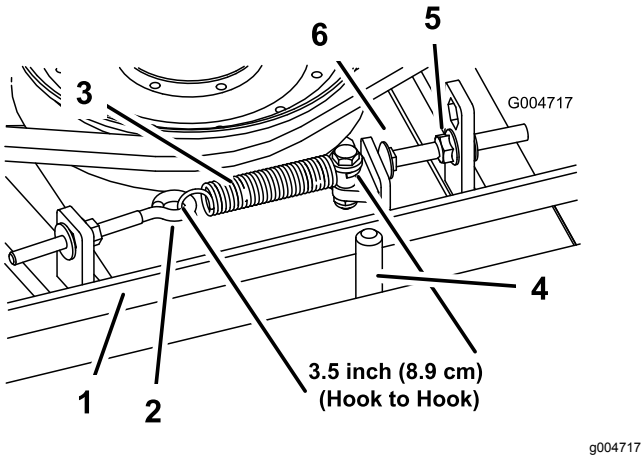

Figuur 65
juiste veerspanning verkrijgt, moet u de aanslagbout (slotbout) aandraaien totdat de afstand tussen de kop van de bout en de arm van de spanpoelie ongeveer 0,32 cm ± 0,152/0,000 cm is (Figuur 65).
Opmerking: Plaats de riem aan kant van de riemgeleider die naar de veer is gekeerd (Figuur 65).
3. Draai de oogbout los om de trekveer te kunnen verwijderen (Figuur 65).
Opmerking: Draai de moer zo ver los dat de arm van de spanpoelie langs de aanslagbout kan (Figuur 65). Beweeg de spanpoelie van de riem af om de riemspanning te verminderen.
Opmerking: Plaats de riem aan de kant van de riemgeleider die naar de veer is gekeerd (Figuur 65).
11. Bevestig de trekveer (Figuur 65) aan de oogbout en span de riem als volgt: